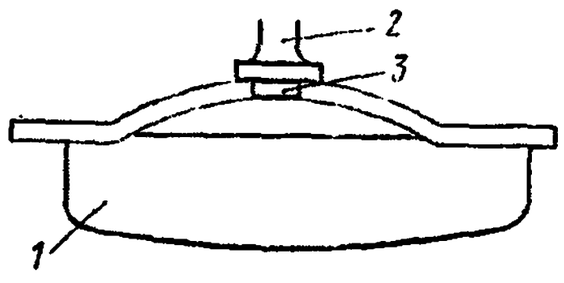

Рис. 378. Нагрев и осаждение выступов:
2) осаживайте нагретое место ударами киянок или молотка с помощью плоской поддержки *1* (рис. 378), которая используется как наковальня;